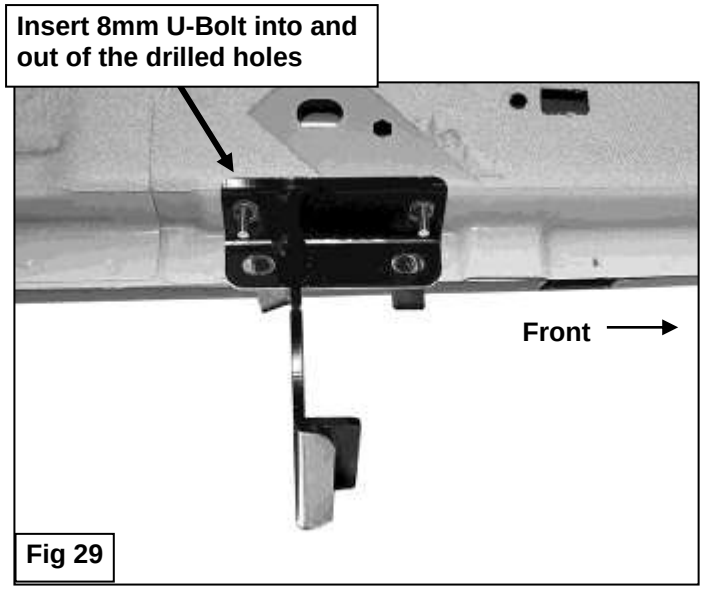

Fig 29
15. Drill (2) 7/16” holes through the bottom of the body panel as marked, **(Figure 28)**. Next, repeat **Step 5** to drill through the pinch weld to attach the bottom of the Bracket. Insert (1) 8mm Long U-Bolt into and through the (2) drilled 7/16” holes, **(Figure 29)**. Select the passenger/right side Rear Bracket. Attach the top slots on the Bracket to the U-Bolt with (2) 8mm Flat Washers, and (2) 8mm Nylon Lock Nuts, **(Figure 30)**. Repeat **Steps 5 & 6** to drill and attach the bottom of the Bracket to the back of the pinch weld. Leave all hardware loose at this time.
16. Select the driver side Running Board. Place the Running Board on top of the (2) Brackets. Select (4) 6mm T-Bolt Plates. Repeat **Steps 10 & 11** to attach the Running Board to the (2) Brackets.